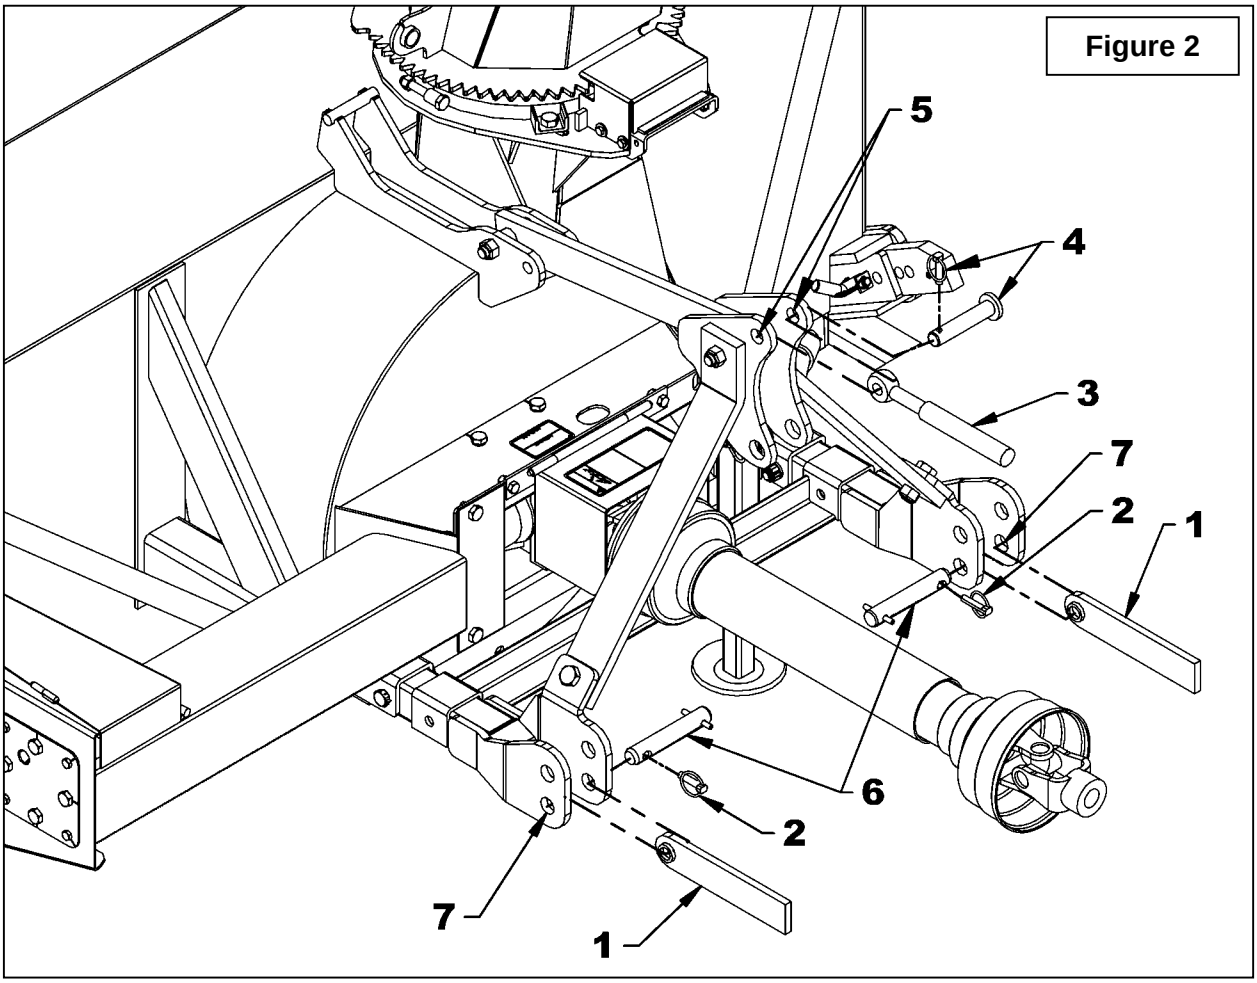

Figure 2
Installation de la Souffleuse (Figure 2)
1. Pour déterminer la longueur **"L"** de votre modèle de tracteur, il faut d'abord trouver le facteur **"X"** en mesurant la distance horizontale entre le bout de l'arbre de commande du tracteur et le bout de l'arbre entraîné lorsque la souffleuse est en position de transport tel qu'illustré à la Figure 2.